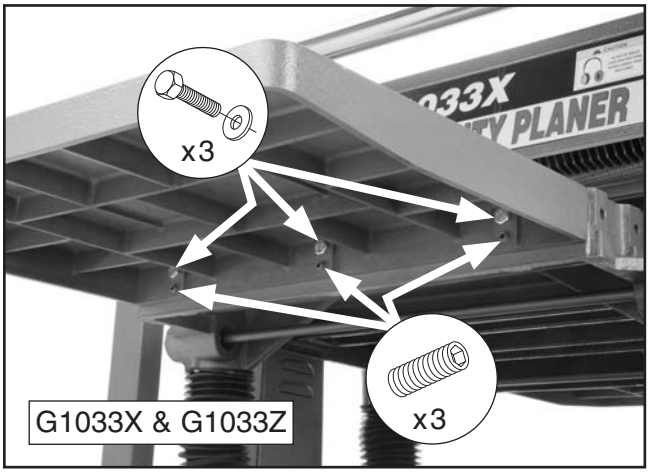

Figure 12. Extension table mounting locations.
1. **G1033X & G1033Z:** Attach each cast-iron extension table to planer table with (3) M8-1.25 x 25 hex bolts and (3) 8mm flat washers (see **Figure 12**). Do not fully tighten hex bolts at this time.